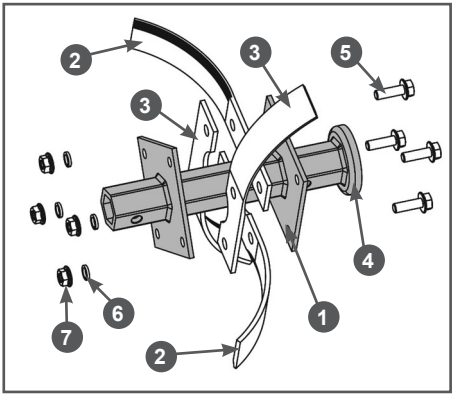

Рис. 6 Установка ножей на внутренний фланец основной секции оси фрезы
2.2 Установите ножи на внутренний (со стороны редуктора) фланец основной (длинной) секции оси (Рис. 6).
На основной секции оси фрез имеется защитная чашка 4, предназначенная для защиты сальника выходного вала редуктора (Рис. 6). Основные секции фрез устанавливаются на выходной вал редуктора так, чтобы защитная чашка 4 была обращена в сторону редуктора. Учитывайте это при сборке фрез.
Со стороны редуктора (защитной чашки 4) вставьте в отверстия во внутреннем фланце 1 оси болты 5, далее в соответствии с рисунком 6 на внутренний фланец с внешней его стороны установите правые ножи 2 (имеющие изгиб в сторону от редуктора), затем, как показано на Рис. 6 установите левые ножи 3 (имеющие изгиб к редуктору). После этого установите пружинные шайбы 6 и закрутите гайки 7 (Рис. 6). Затяните все резьбовые соединения.